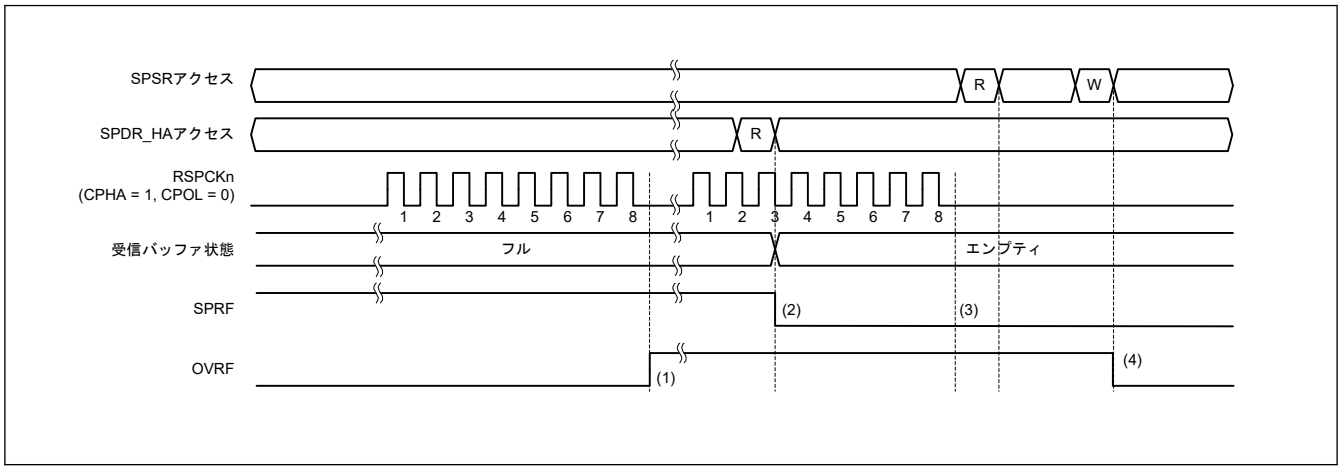

図 28.37　OVRF フラグおよび SPRF フラグの動作例
図 28.37 に、SPSR.OVRF フラグと SPRF フラグの動作例を示します。図 28.37 に記載した SPSR アクセスと SPDR_HA アクセスは、それぞれ SPSR、SPDR_HA レジスタへのアクセス状況を示しています。W は書き込みサイクル、R は読み出しサイクルを示しています。この例では、SPCMDm.CPHA ビットが 1、SPCMDm.CPOL ビットが 0 の設定で、SPI が 8 ビットのシリアル転送を実行しています。RSPCKn 波形の下に記載した数字は、RSPCK サイクル数（= 転送ビット数）を示しています。
以下に、図 28.37 の (1)～(4) に示したタイミングでのフラグの動作内容を説明します。